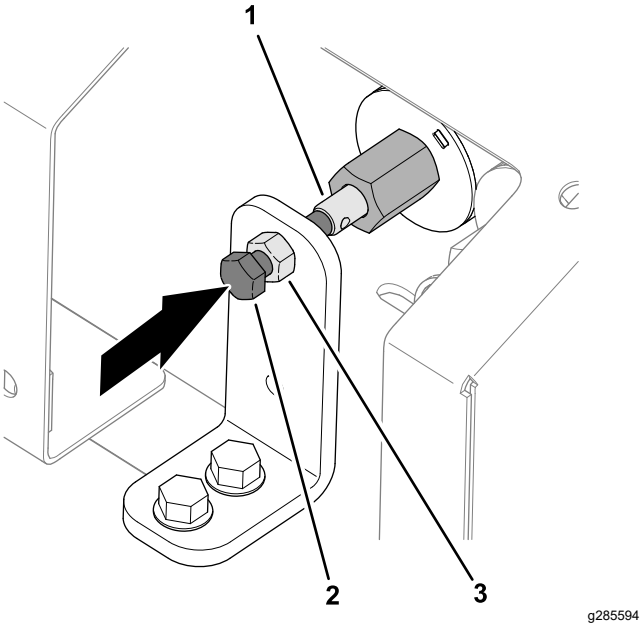

Figur 35
1. Løsne låsemutteren på den manuelle overstyringsbraketten (Figur 35).
2. Roter sekskantskruen på ventiloverstyringen med klokken for å øke gulvhastigheten (Figur 35).